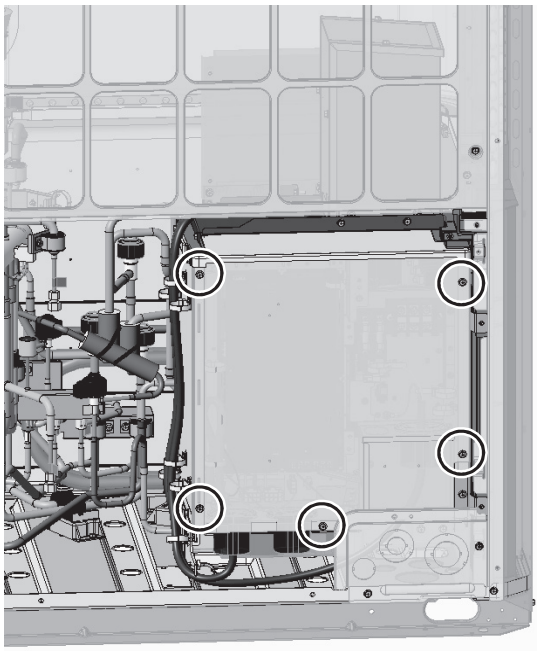

Figure 1
(1) Ensure there is adequate work space. (See 8-13-1.)
(2) Remove the control box cover. (5 screws as shown in Figure 1.)